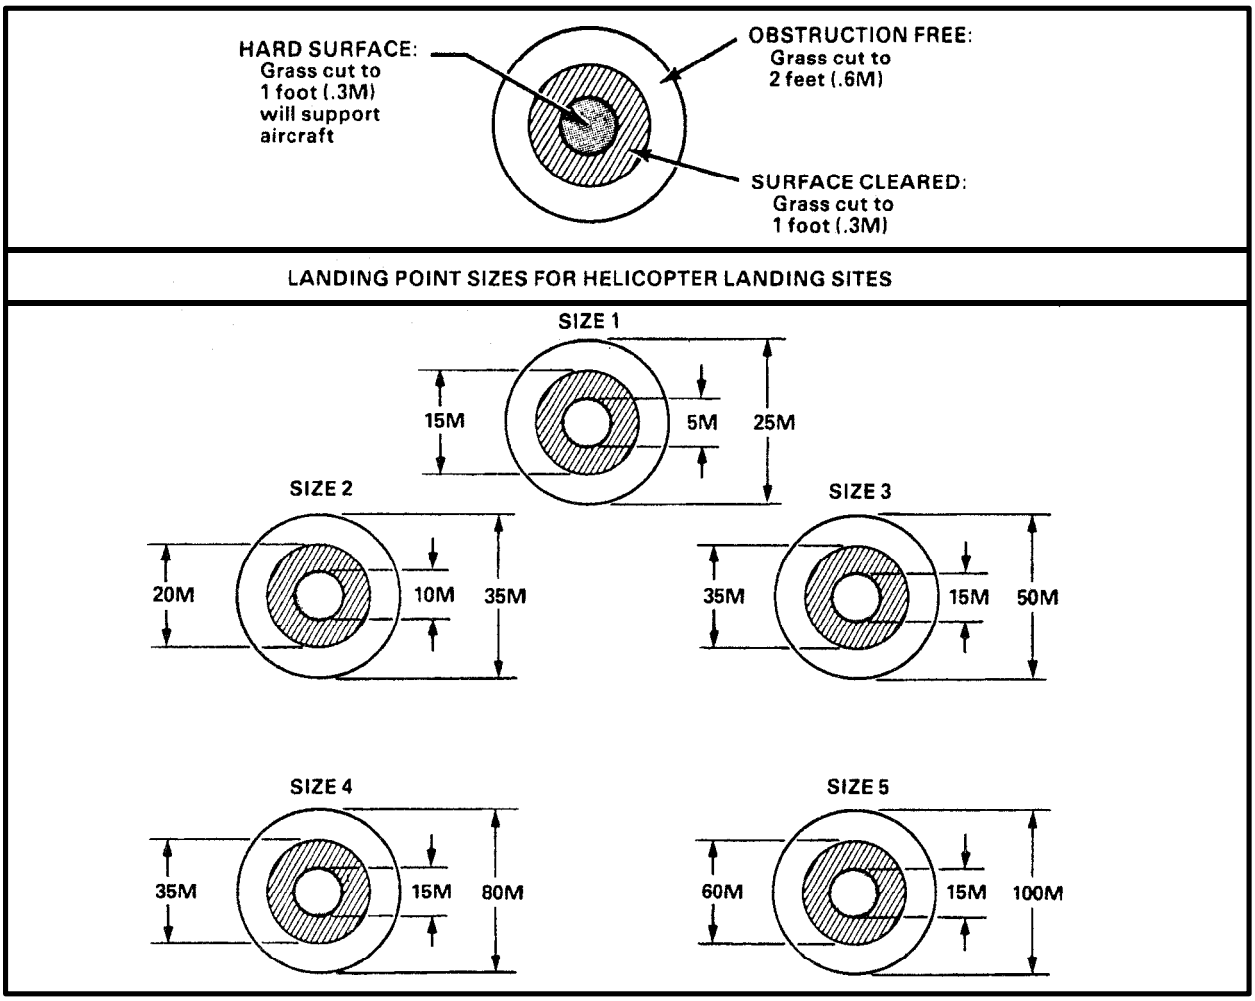

*Figure 4-2. Required Landing Point Characteristics*
Each landing point must be level and firm enough to keep a fully loaded aircraft's landing gear from sinking into the ground. The ground is firm enough for size 1 and 2 helicopters if it can support a 1 1/4-ton truck. If the ground can support a 5-ton truck, size 3 through 5 helicopters can land without risk of sinking. The entire landing point must be cleared of any loose material or debris to prevent it from being blown into the ground crew or rotor blades, or drawn into the helicopter engines. Figure 4-2 shows the three different areas and conditions for each size landing point.
**d. Night Operations.** During night operations, as the pilot gets closer to the landing point, he needs a wider area for a safe approach than just the 16-degree sector. Therefore, the minimum width of the approach and exit path, illustrated by the darker shaded area, must be equal to or wider than the width of the landing point that must be cleared to a maximum height of 2 feet (Figure 4-2). The length of the minimum width area, dimension X, will vary depending on the size of the landing point. See Table 4-2.
Follow along as we use a UH-60 Blackhawk as an example to help clarify the night approach and exit path criteria. Table 4-1 identifies the UH-60 Blackhawk as a size 3 helicopter. Next we must determine the landing point area that must be free from obstructions and grass cut to maximum height of 2 feet. Figure 4-2 indicates 50 meters as that area for a size 3 landing point. Therefore, the minimum width of the night approach and exit path is 50 meters. The minimum width distance intersects the 16-degree V-shaped arc (night approach and exit path) 180 meters from the center of the landing point. In other words, the night maximum obstruction angle applies to the complete approach and exit path; both the rectangular-shaped wedge (dark shaded area of the diagram) as well as the 16-degree V-shaped arc (light shaded area and dotted line).